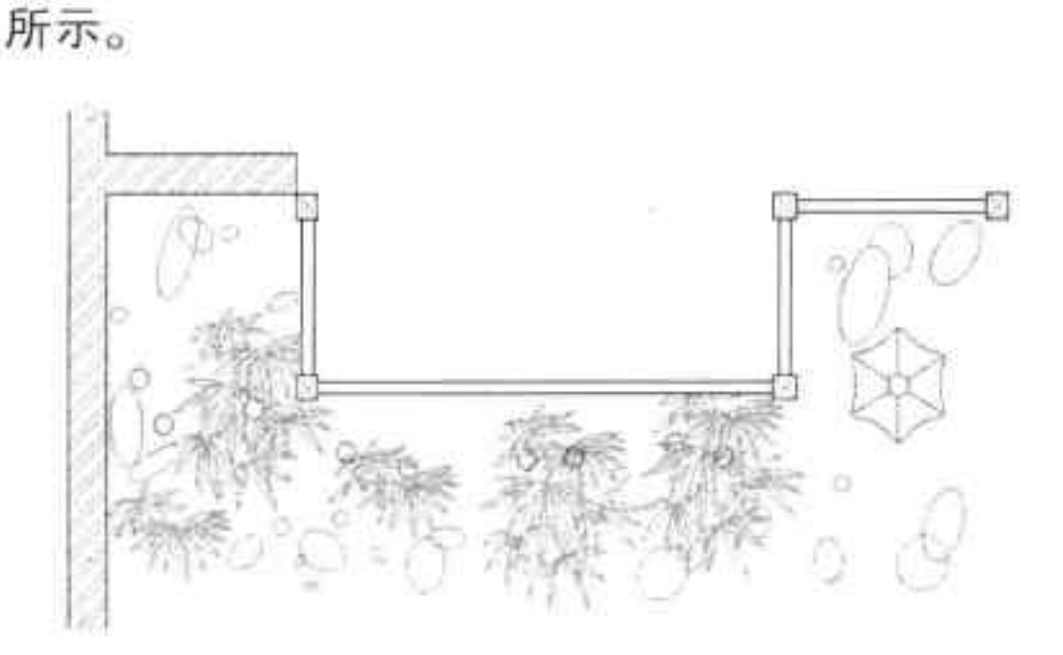

图20-47 填充墙体
Step 17 执行“填充”命令，选择“ANSI3-2”图案，设置比例为 5，填充墙体区域，如图 20-47 所示。